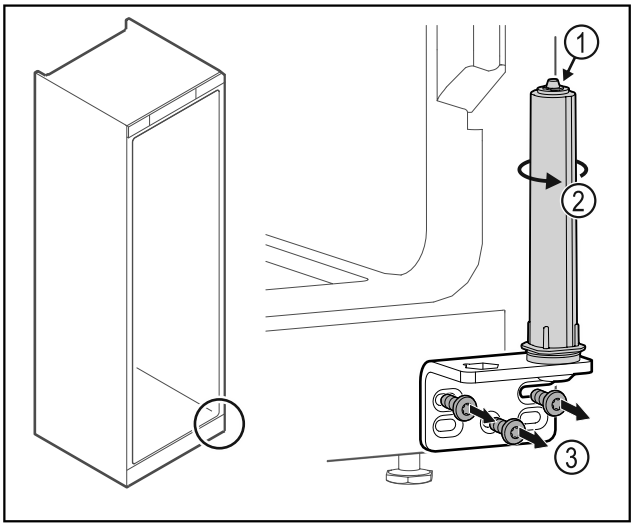

Fig. 32
▶ No desensamblar el sistema de cierre de la puerta *Fig. 32 (1)*.
▶ Girar el sistema de cierre *Fig. 32 (2)* hasta que haga clic.
▶ Desatornillar la escuadra de bisagra *Fig. 32 (3)*.